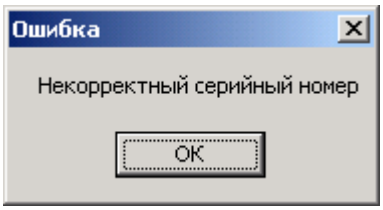

Рис.57
4. Кликнуть левой кнопкой мыши в любом месте поля «КФ» редактируемой записи. Затем кликнуть левой кнопкой мыши область «···». На экране появится окно «Выбор действия».Установить в нём команду «Редактировать» (рис.38), в котором выбрать «ОК». На экране появится окно, представленное на рис.57. Нажать кнопку «ОК».